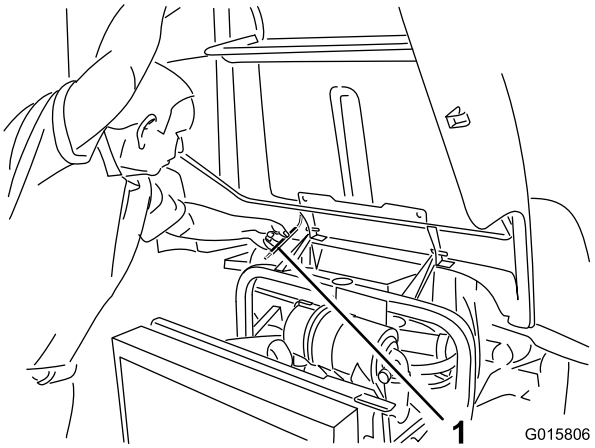

図 2
- フレームチューブの下に支え棒が入る高さまでフードを持ち上げる（図 2）。